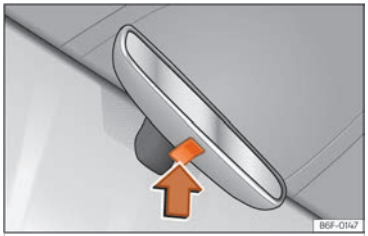

Fig. 80 Retrovisor antideslumbrante manual.
- Para oscurecer el retrovisor pulse la tecla del espejo hacia arriba ››› **fig. 80** (flecha).